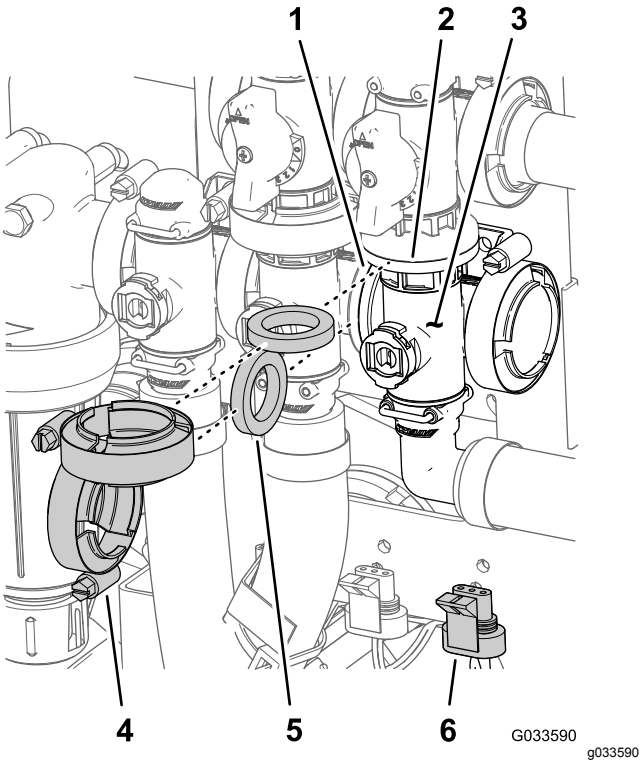

Figur 117
1. Fjern flensklemmene og pakningene som fester manifolden for hovedbomventilen (Figur 117) til omløpsventilen for hovedbommen, risteventilen og 90 graders flensvinkelrøret (på enden av slangen til strømningsmåleren).